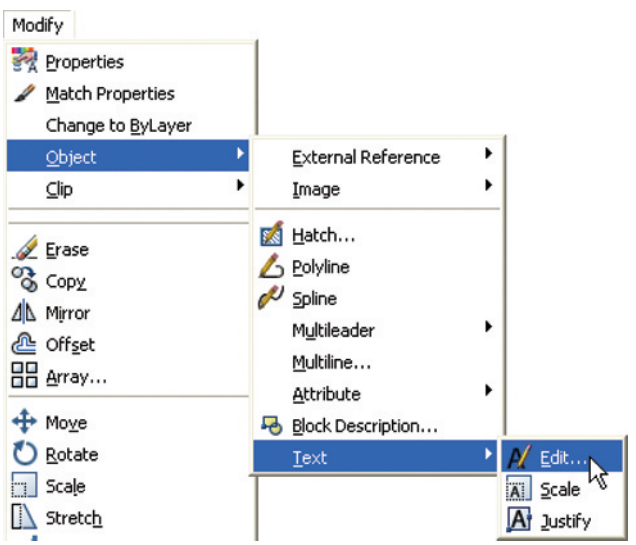

Fig. 6.37 Selecting **Edit...** from the **Text** sub-menu of the **Modify** drop-down menu
2. *Left-click* on **Edit...** from the sub-menu of **Text** in the **Modify** drop-down menu (Fig. 6.37) or *enter* **ddedit** at the command line.